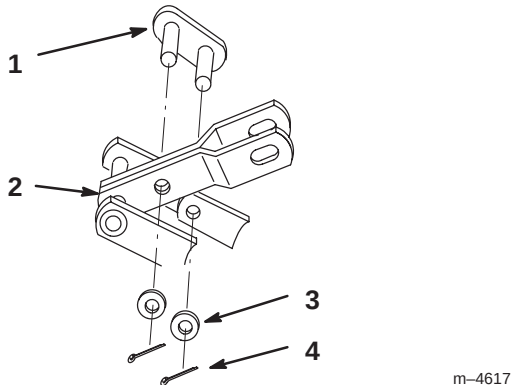

Figure 2
3. Install link bracket between mower bracket and carrier lift arm (Fig. 2).
4. Secure with 1/2” washers and 1” (26 mm) cotter pins (Fig. 2).